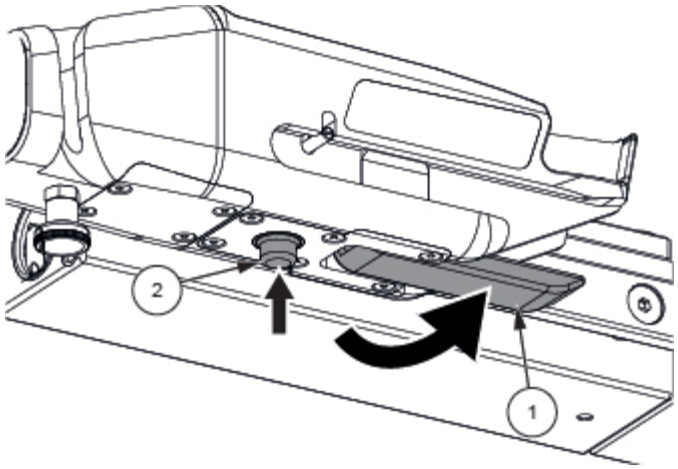

Figura 6-2. Blocco della maniglia di trasferimento motorizzata
3. Bloccare la leva di bloccaggio (1). Vedere *Figura 6-2*.
1. Abbassare la leva di bloccaggio (1), tenere premuti i fermi del binario (2) e tirare verso l'esterno la maniglia di trasferimento motorizzata. Vedere *Figura 6-2*.